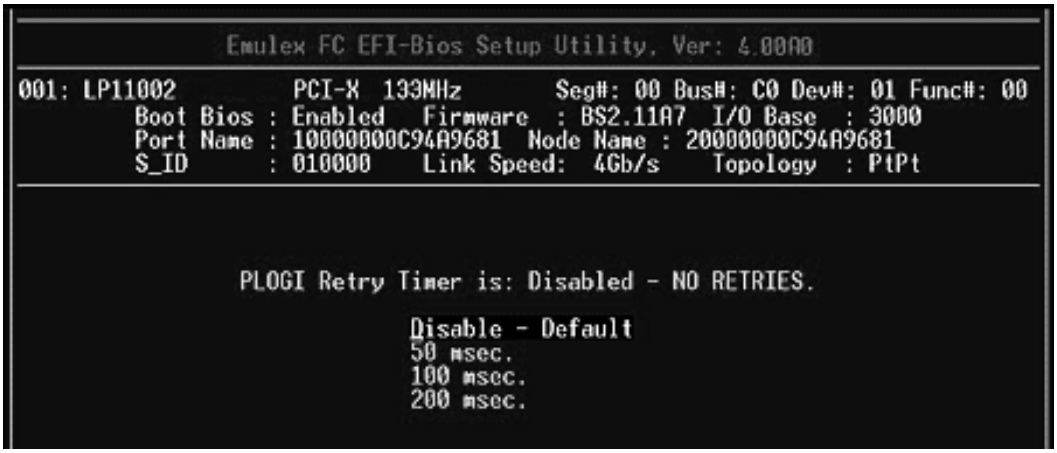

Figure 31: PLOGI Retry Timer Setup screen
1. On the Adapter Configuration menu, select **3. PLOGI Retry Timer** and press **<Enter>**. The screen shown in Figure 31 is displayed.